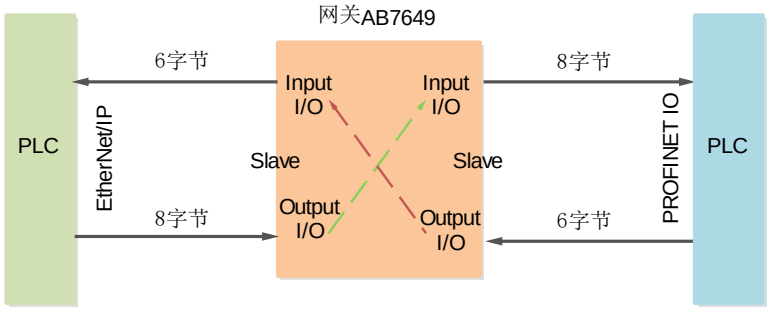

图 2-6 数据交互图
6. 获得上传配置信息后修改相应的参数。根据需求 EtherNet/IP 这一侧 PLC 输入是 6 个字节，输出是 8 个字节，根据网关工作原理，在 PROFINET IO 侧 PLC 输入为 8 个字节，输出为 6 个字节，如图 2-6 所示。